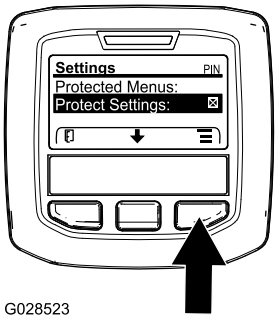

Figur 26
1. På HUVUDMENYN bläddrar du ned till INSTÄLLNINGSMENYN med hjälp av mittknappen och trycker därefter på den högra knappen (Figur 26).